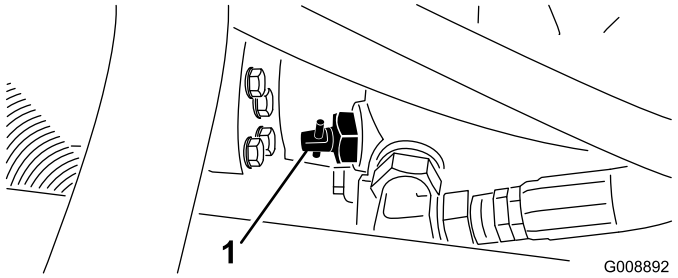

Figur 45
1. Finn pumpens omløpsventil (Figur 45) og vri den 90°.